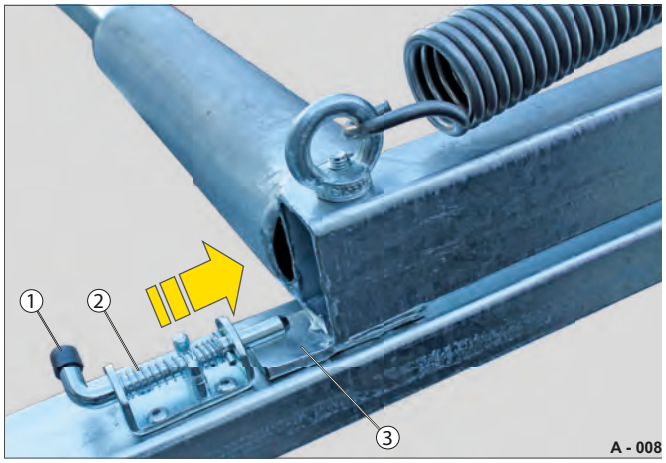

Fig. 26 Låserigel låst
▶ Drej låserigelen (Fig. 26 /1) 90 °, og slip den igen.
Trykfjederen (Fig. 26 /2) trykker rigelen ind i den låste stilling.
Lasken (Fig. 26 /3) på bremserammen er låst.